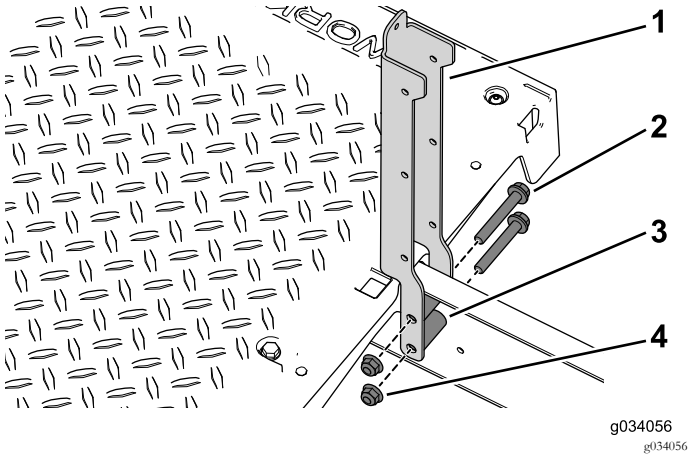

Figuur 39
3. Gebruik de 4 flensbouten (3/8 x 2-1/2 inch), afstandsstukken en flensmoeren om de stoelsteunen links en rechts aan de machine te bevestigen (Figuur 39).